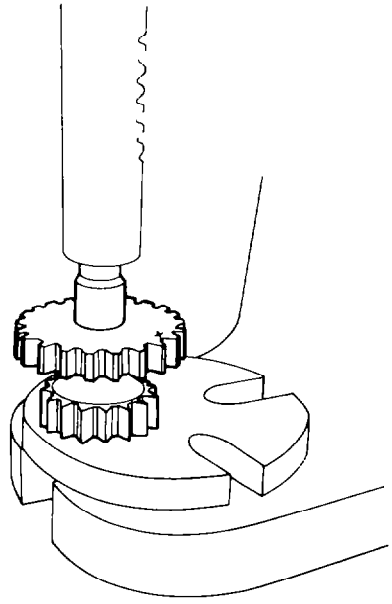

Fig. 393 — Removing Bearings
d. Position the gear on an arbor press then press out and discard the needle roller bearings (see fig. 393).